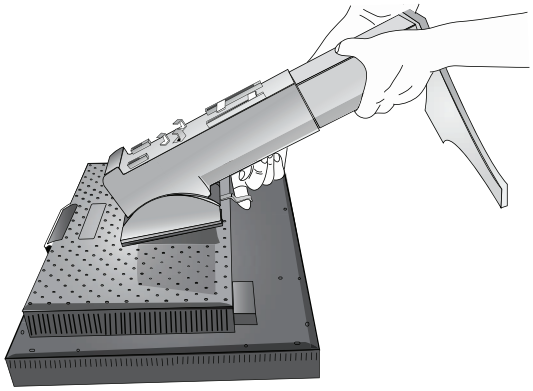

Abbildung S.3
5. Heben Sie die Unterseite des Fußes an, um ihn vom Monitor zu lösen (**Abbildung S.3**). Der Monitor kann jetzt auf andere Weise montiert werden. Führen Sie die Schritte in umgekehrter Reihenfolge aus, um den Fuß wieder anzubringen.